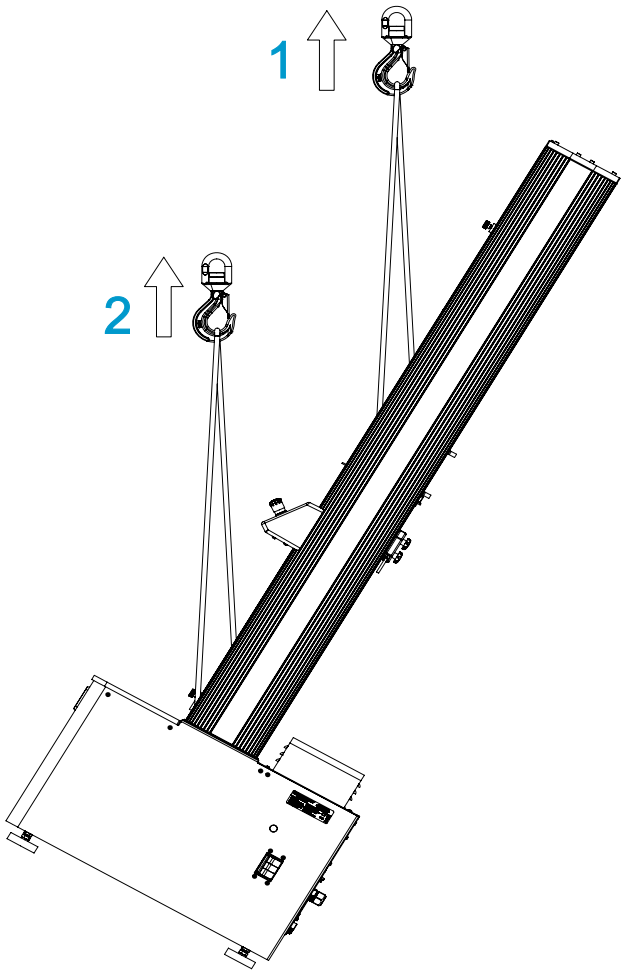

Figure 18. Redressement du bâti de charge à l'aide d'une grue
Voir Figure 18 à la page 68.
2. Attachez les deux élingues à la traverse et fixez-les au crochet de la grue comme indiqué dans Figure 18 à la page 68. Si vous utilisez des chaînes au lieu d'élingues, entourez-les d'un matériau protecteur pour éviter de rayer ou d'endommager la surface de la traverse. Les chaînes peuvent également endommager d'autres parties du bâti, la plaque supérieure par exemple ; veillez à enrouler un matériau de protection autour de tous les composants vulnérables.
3. Installez deux boulons de levage M16 dans la base du bâti et fixez deux élingues supplémentaires aux boulons, comme indiqué sur Figure 18 à la page 68.
Légende pour Figure 18